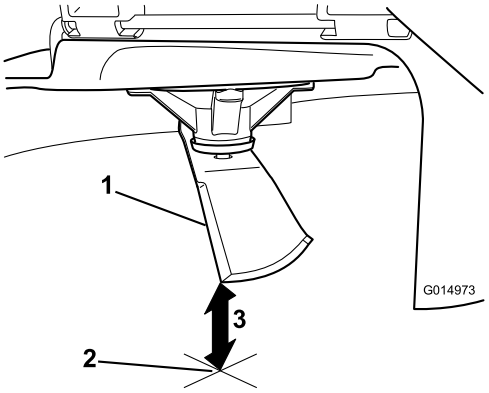

Figuur 54
3. Meet de afstand tussen het uiteinde van het mes en de vlakke ondergrond (Figuur 54).